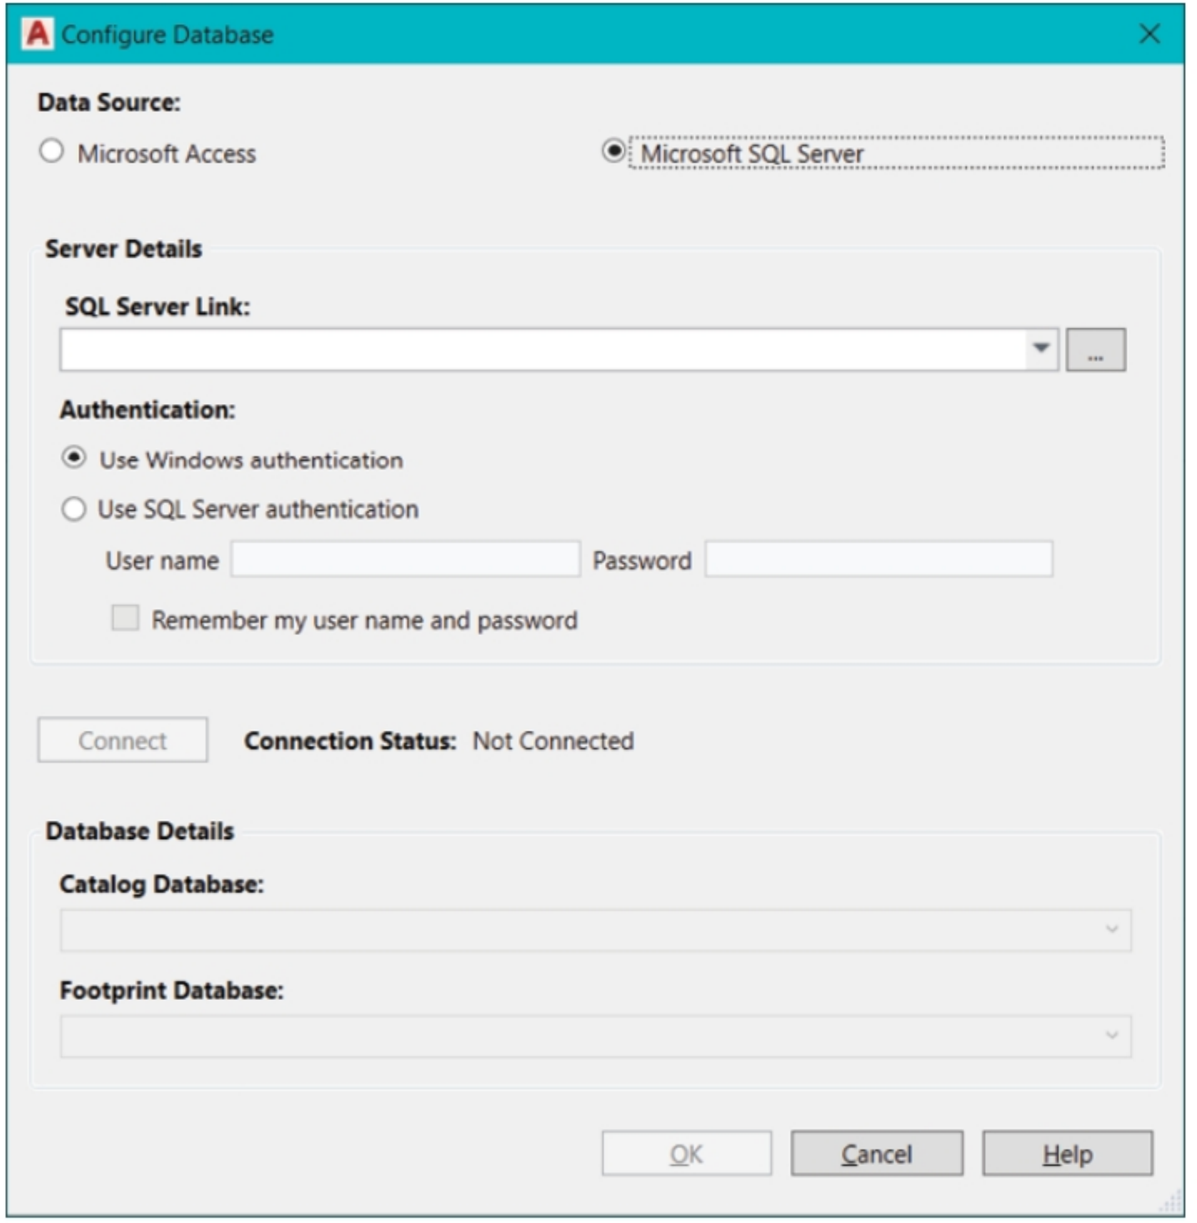

Figure-62. Configure Database dialog box with SQL Server options
- Select the **Microsoft SQL Server** radio button from the **Data Source** area to use database saved on SQL server. The options in the dialog box will be displayed as shown in Figure-62.